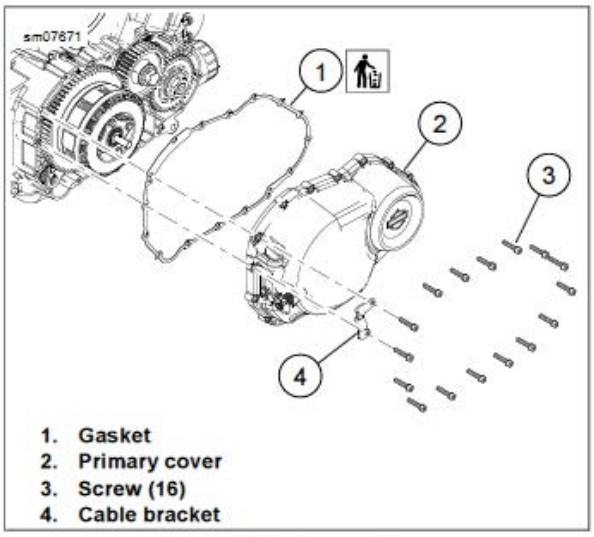

Figure 4-34. Primary Cover
1. See figure 4-34. Install primary gasket (1).
3. See figure 4-34. install primary cover (2).
See Figure 4-34 torque primary cover screws to 40 in-lbs.